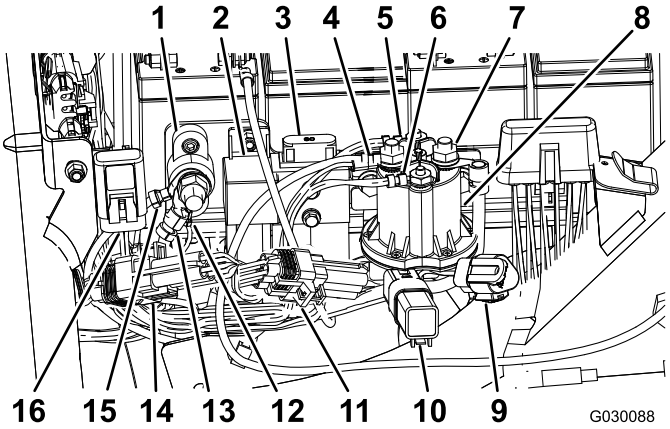

Figure 9
11. Déposez et mettez au rebut le chapeau du fusible (10 A/58 V), comme montré à la Figure 9.
12. Insérez la borne avec le fusible (10 A/58 V) dans le le bouchon existant monté sur le cadre de la machine (Figure 9).
13. Branchez le connecteur de relais d'activation des cylindres électriques (P07), comme montré à la Figure 9.
14. Branchez le connecteur côté commuté (J07) à 90° du faisceau à la borne arrière du contacteur (48 VCC), et fixez-le à la borne (Figure 9).
16. Branchez les 2 connecteurs de bobine principaux du contacteur (48 VCC), comme montré à la Figure 9.
17. Branchez le fil marqué « Battery Side » et le fil du coupe-batterie à la borne avant du contacteur (48 VCC), comme montré à la Figure 9.
19. Branchez module ID (P08), comme montré à la Figure 9.
20. Rebranchez le module d'interface CAN (P10), comme montré à la Figure 9.
24. Rebranchez les connecteurs des bornes de masse (J06 et J08) au bloc de masse (Figure 9).